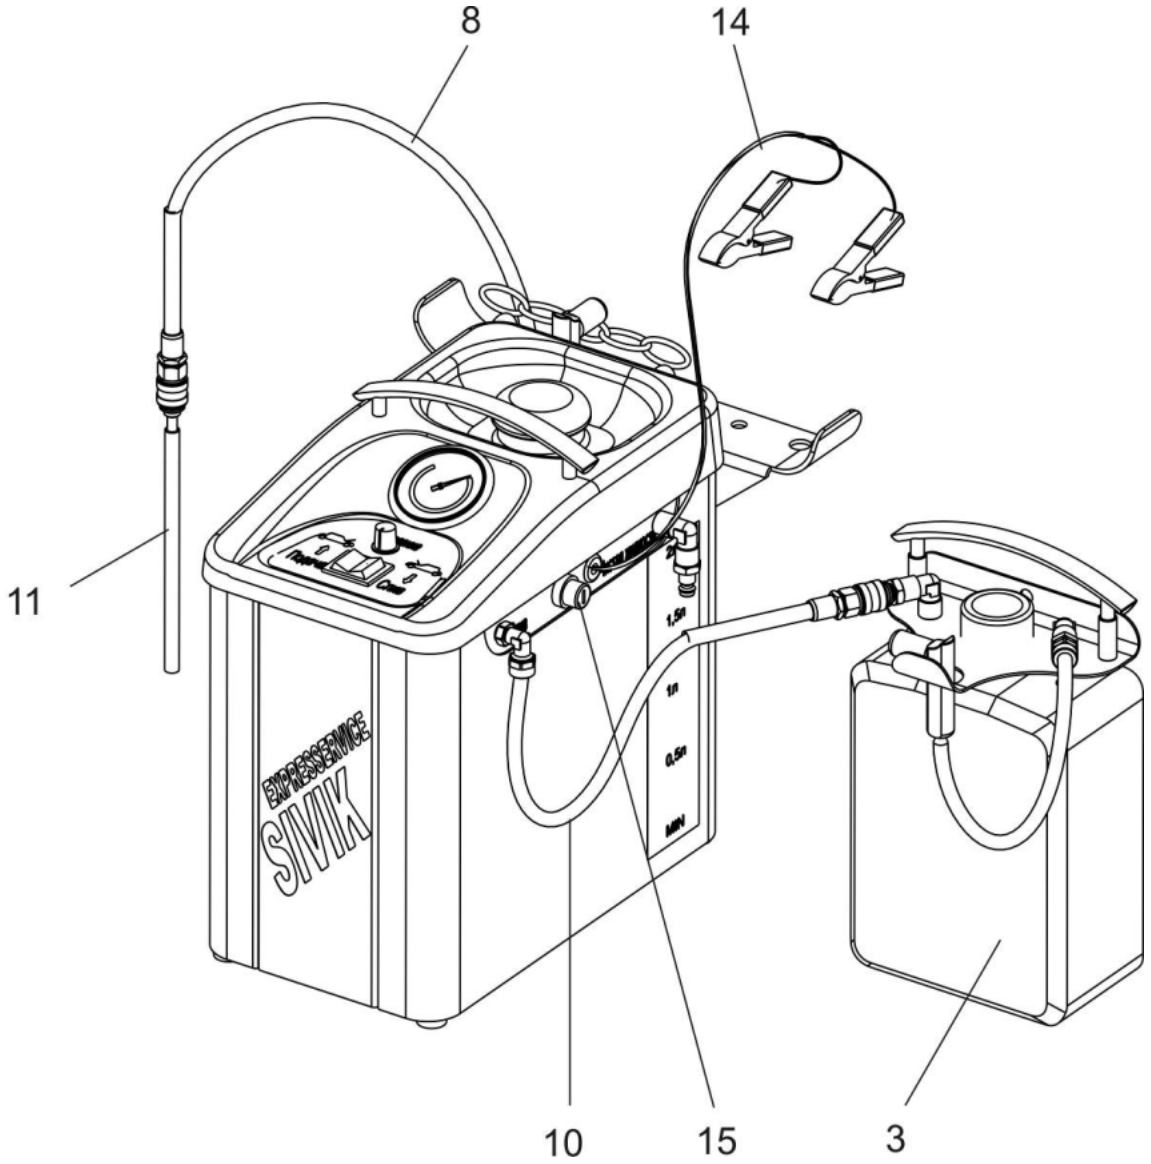

Рисунок 3. Режим «Откачка».
10. Шланг «Насос – канистра/бак» (Рис. 3,4)
11. Удлинитель шланга (Рис. 3,4)
14. Провод питания (Рис. 3)
На канистре для сбора старой жидкости (3) имеется дополнительный штуцер, при подключении к которому шланга (10) (см. Рис. 3) возможен слив старой жидкости из тормозного бачка автомобиля в эту канистру в положении «ОТКАЧКА».
4. Подсоедините канистру сбора старой жидкости к установке с помощью шланга (10) (см. Рис. 3). К шлангу (8) подсоедините удлинитель (11). Снимите с бачка тормозной системы автомобиля штатную крышку, опустите удлинитель шланга на дно бачка и удалите старую жидкость, переключив переключатель в положение «ОТКАЧКА», краник (9) должен быть открыт.